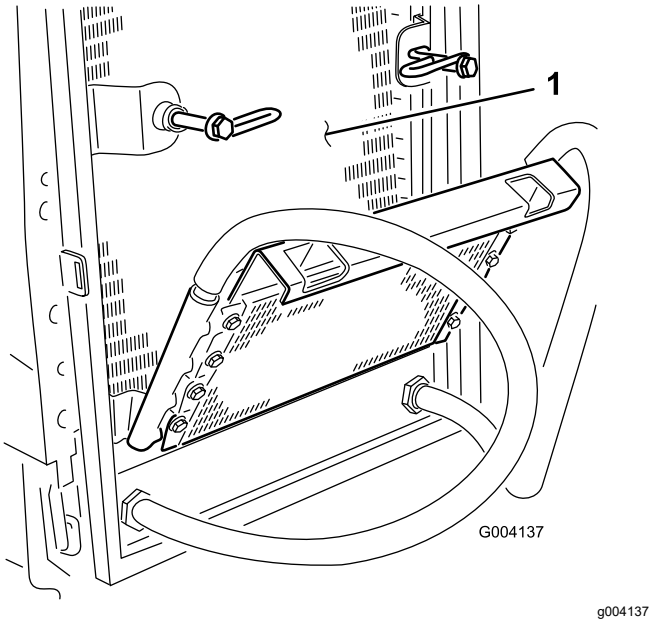

Rysunek 70
6. Dokładnie oczyść obie strony chłodnicy oleju oraz głównej chłodnicy (Rysunek 70) sprężonym powietrzem.